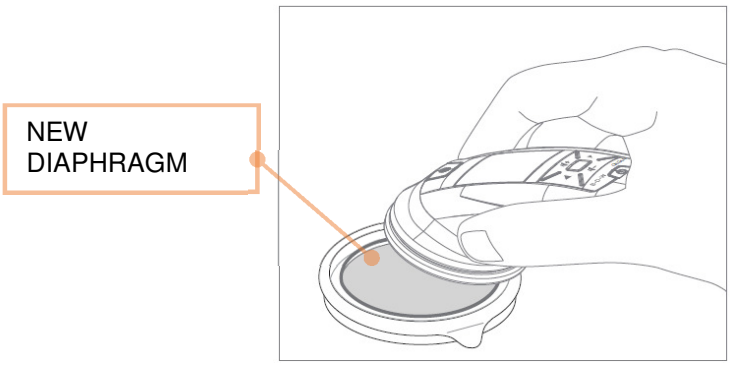

Figure 8
As shown in the Figure 8, please hold the device and chestpiece tightly for removing the diaphragm. Pull down and remove the disposable diaphragm (PS) and dispose of it into medical waste bucket. To replace the new one, tear the new diaphragm package, hold the device directly bucked up the diaphragm, and make sure the diaphragm is completely tie up with the device until hearing the click sound.